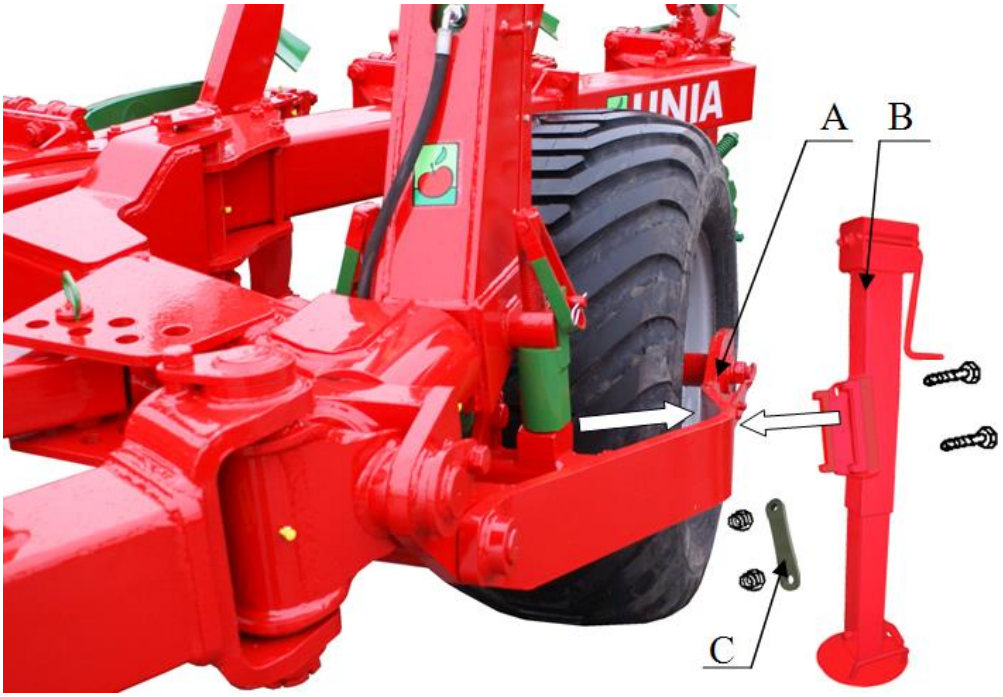

*Rysunek: 22*
- zamocuj podnośnik **B**( *Rysunek:22)* na lewym ramieniu koła **A**
- załóż nakładkę **C** *(Rysunek:22),* skręć śrubami i zabezpiecz nakrętkami